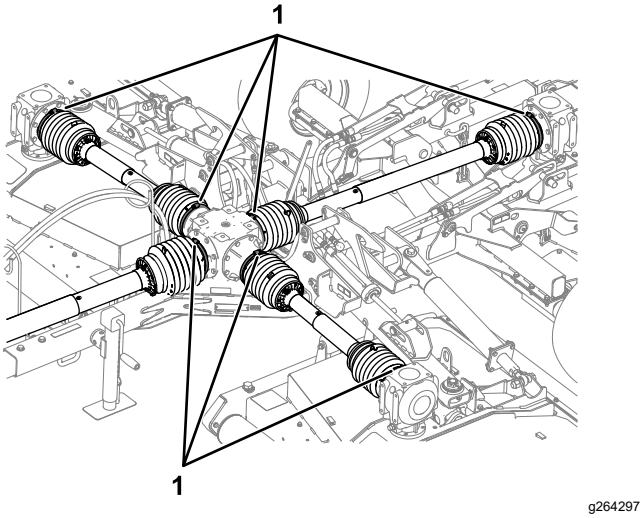

Figuur 22
7. Controleer of de 7 slangklemmen de schermen van de aandrijfas goed bevestigen aan de middelste tandwielkast en de tandwielkasten van het maaidek (Figuur 22).